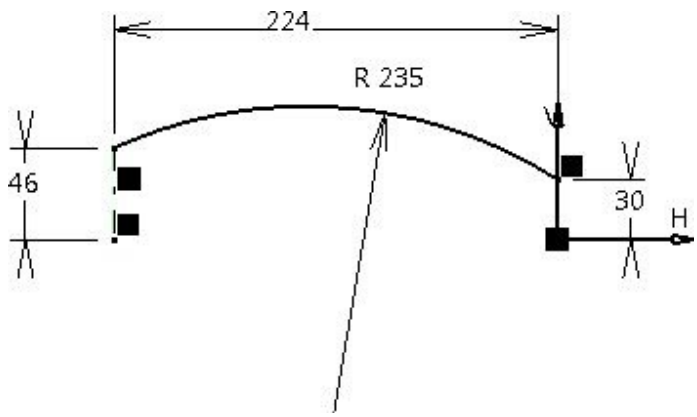

Figure 9-82 *Sketch of the third guide*
6. Draw the sketch of the third guide, as shown in Figure 9-82, and exit the **Sketcher** workbench.